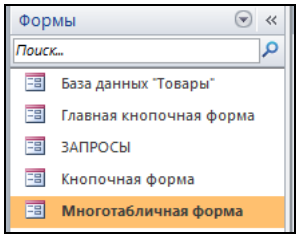

Рис. 3.1. Область навигации
1. В *Окне навигации* выбирается *Категория объекта – Тип объекта*, а в разделе *Фильтр по группам* устанавливается переключатель *Формы* (рис. 3.1). На вкладке *Создание* в группе *Формы* нажимается кнопка *Мастер форм*.